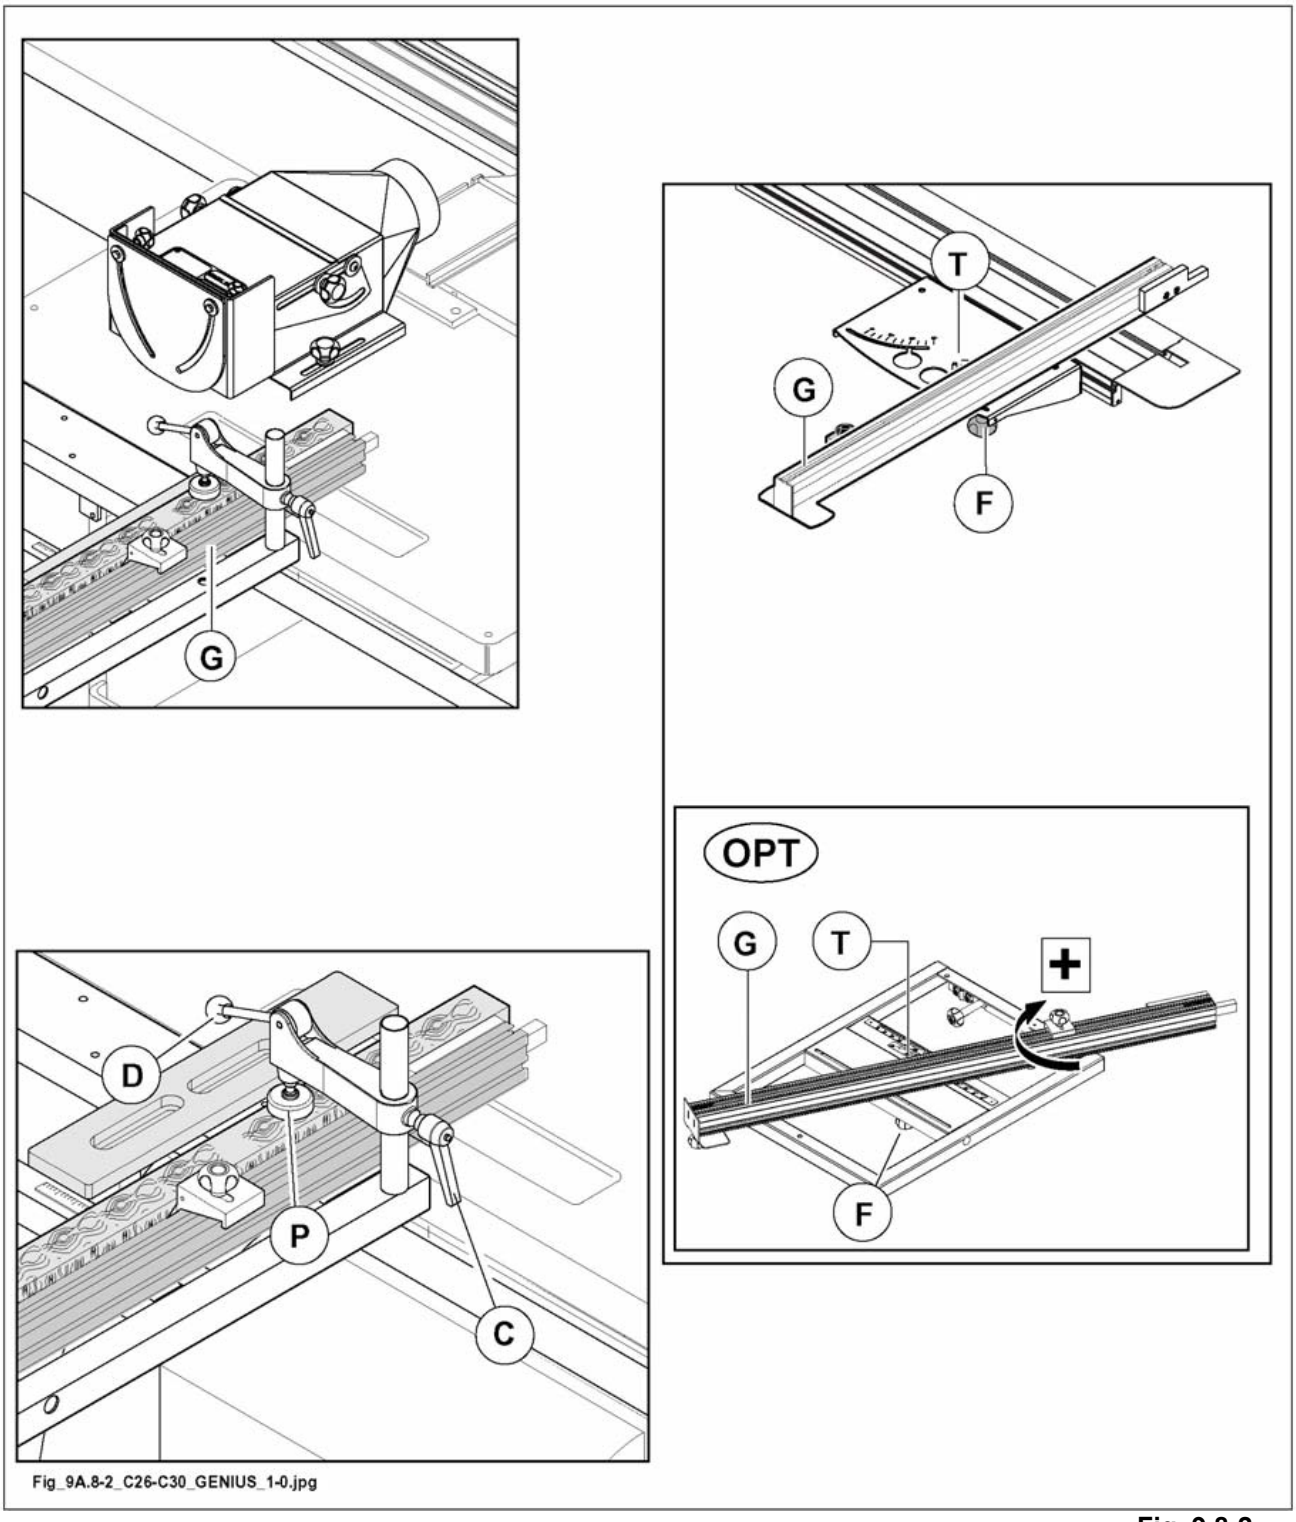

Fig. 9.8-2
The working of oblique tenons is quick, because it is sufficient to turn rest rule (G fig. 9.8-2) clockwise.
- Loosen the knob (F fig. 9.8-2).
- Turn the rule to the desired angle clockwise (+ / index 1) then read the value directly on scale (T fig. 9.8-2) applied on the table.
- Tighten the knob (F fig. 9.8-2).
The rule (G fig. 9.8-2) can slide if the knob (F fig. 9.8-2) is released.
- For height adjusting loosen handle (C fig. 9.8-2).
- By means of lever (D fig. 9.8-2) lower foot (P fig. 9.8-2) to clamp the piece.